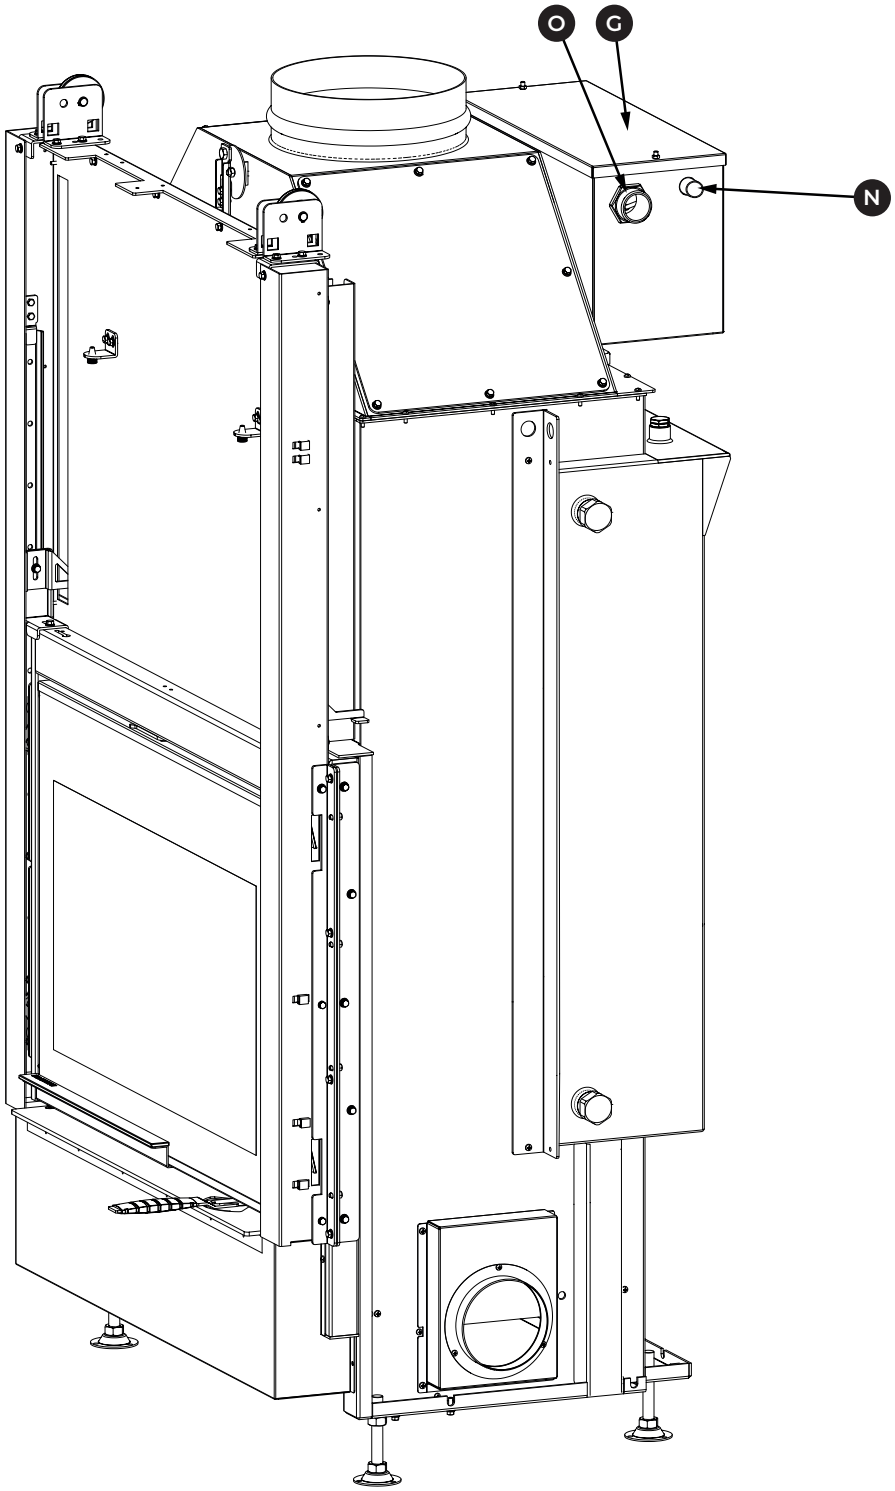

*Fig. 5.9c*
**Descripción de las conexiones hidráulicas i (Fig. 5.9c)**